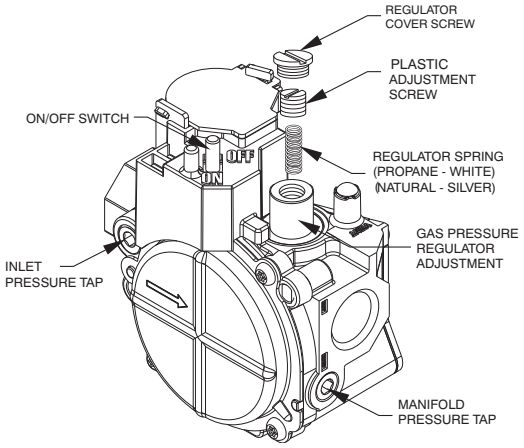

**Fig. 12 - Single-Stage Gas Valve**
1. Remove regulator cover screw over plastic adjustment screw on gas valve (See Fig. 12).
2. Turn plastic adjustment screw clockwise to increase gas input, or turn plastic adjustment screw counterclockwise to decrease input (See Fig. 12). Manifold pressure must be between 3.2 and 3.8 IN. W.C.
3. Replace regulator cover screw on gas valve (See Fig. 12).
With control access panel (see Fig. 19) removed, observe the unit heating operation. Watch the burner flames to see if they are light blue and soft in appearance, and that the flames are approximately the same for each burner. Propane will have blue flame (See Fig. 12). Refer to the Maintenance section for information on burner removal.